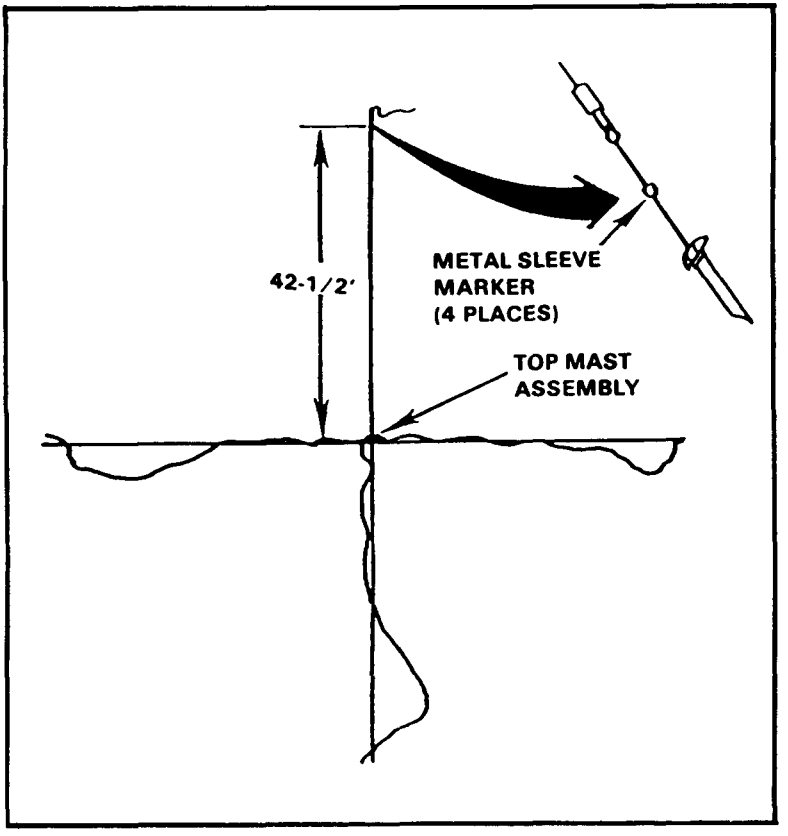

Figure 3-20. Guy stake installation.
d. Measure anchor positions using the sleeve cable markers as guides and install guy stakes as shown in Figure 3-20. Leave slack in the elements lying on the ground.